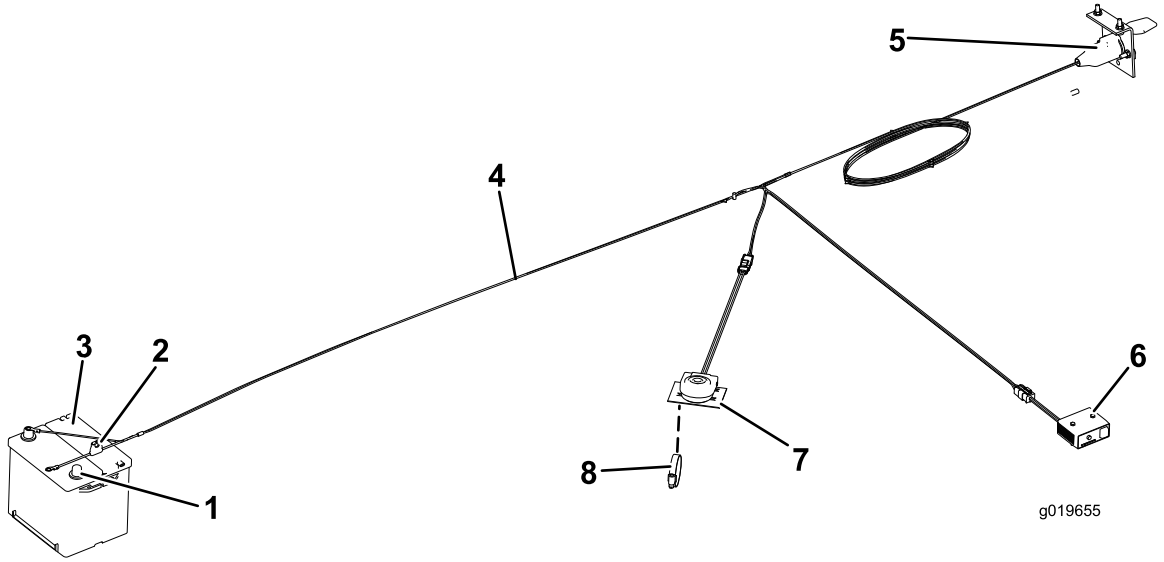

Figuur 11
5. Monteer de belastingregelaar op het dashboard van het trekvoertuig of het spatscherm met de (2) #10 schroeven en #10 moeren.
7. Sluit de kabelboom als volgt aan op de onderdelen (Figuur 11):